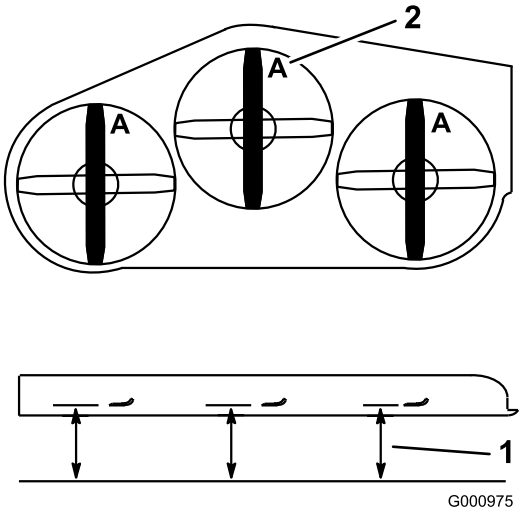

Figur 79
3. Roter knivene til endene vender fremover og bakover. Mål fra en jevn overflate til kniveggen, posisjon **A**, på kniven (Figur 79). Merk deg dette målet.